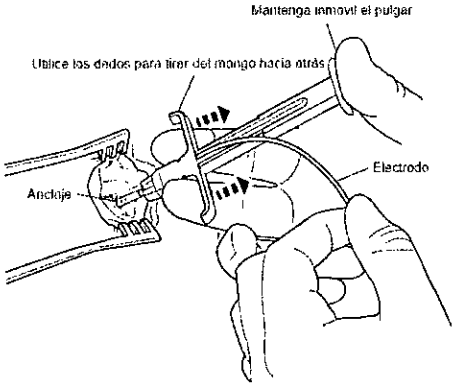

Figura 4. Liberación del anclaje.
9. Mientras mantiene la posición del electrodo con una mano, sitúe el pulgar y los otros dedos de la otra mano sobre el dispensador del anclaje como si sujetara una jeringa (Figura 4).